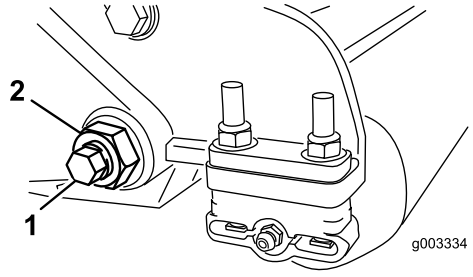
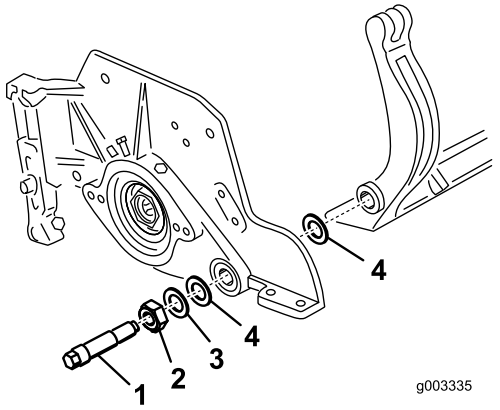

Figuur 27
Figuur 28
3. Draai de borgmoer van de snijbalkbout aan beide zijden van de machine los (Figuur 27).
4. Verwijder beide snijbalkbouten zodat de snijbalk omlaag kan worden getrokken en uit de machine kan worden verwijderd (Figuur 27). Bewaar de 2 nylon ringen en de stalen ring op beide uiteinden van de snijbalk (Figuur 28).
2. Zet de snijbalk vast aan beide zijplaten met de snijbalkbouten (moeren op de bouten) en 6 ringen. Plaats een nylon ring op beide zijden van de verdikking op de zijplaat. Plaats een stalen ring op de buitenkant van beide nylon ringen (Figuur 28). Draai de bouten vast met een torsie van 37-45 Nm. Draai de borgmoeren vast tot de buitenste stalen ring stopt met draaien en er geen eindspeling meer is, maar draai de moeren niet te vast en zorg ervoor dat de zijplaten niet vervormen. De ringen aan de binnenkant mogen speelruimte hebben.